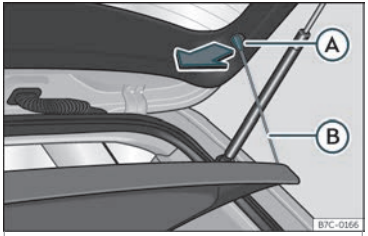

Abb. 109 Im Gepäckraum: Gepäckraumabdeckung aus- und einbauen.
- Hängen Sie die Haltebänder ››› **Abb. 109** Ⓑ aus den Aufnahmen Ⓐ aus.
- Hängen Sie die Haltebänder ››› **Abb. 109** Ⓑ an der Heckklappe ein.